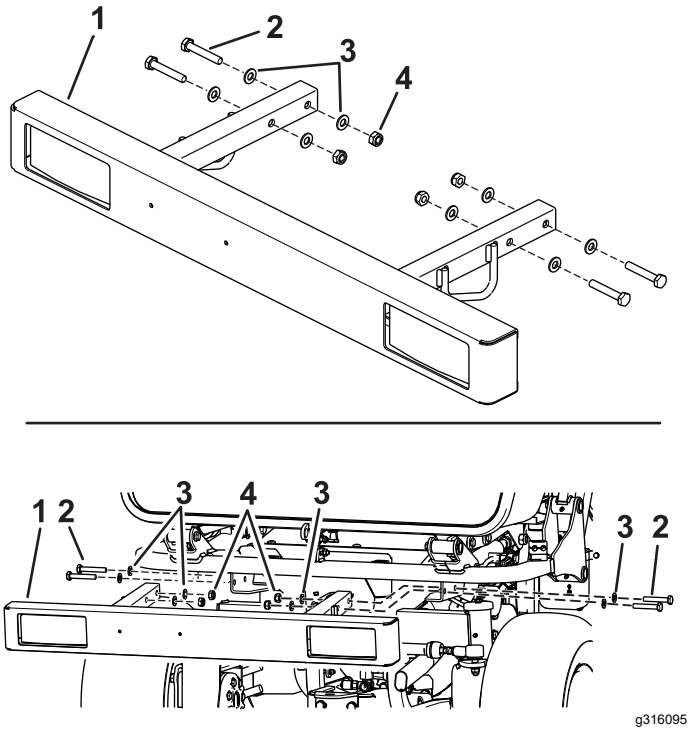

Bild 7
1. Entfernen Sie die Befestigungsmittel von der hinteren Stoßstange (Bild 7).
2. Montieren Sie die hintere Stoßstange unter das Fangbox mit den zuvor entfernten Befestigungsmitteln (Bild 7).